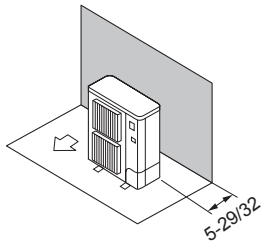

Fig. 3-5
① Obstáculos sólo en la parte trasera (Fig. 3-5)